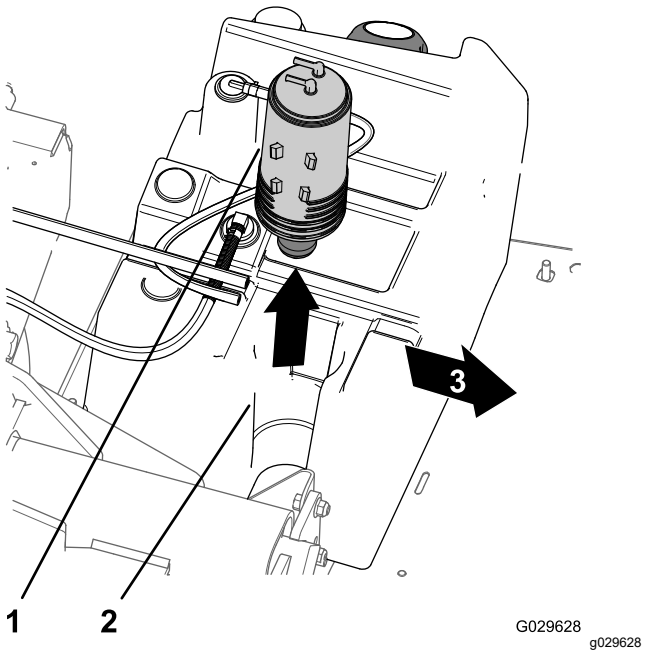

Figuur 48
3. Til de koolstofhouder van de koolstofhouderbevestiging in de brandstoftank (Figuur 48).
7. Plaats de nieuwe koolstofhouder in de koolstofhouderbevestiging van de brandstoftank met de afvoerfitting en de fitting voor de brandstoftank naar achteren uitgelijnd (Figuur 48).